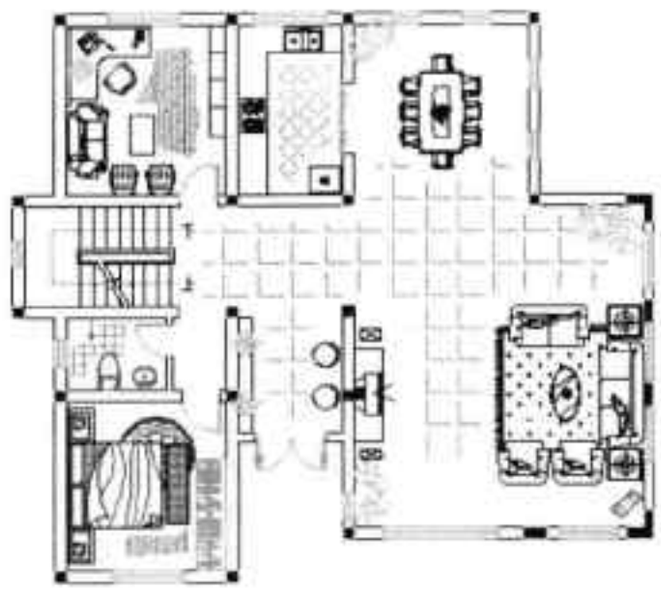

图18-86 填充一层地面
Step17 使用 AutoCAD 功能区中的“图案填充”命令，对一层平面图地面进行填充，结果如图 18-86 所示。